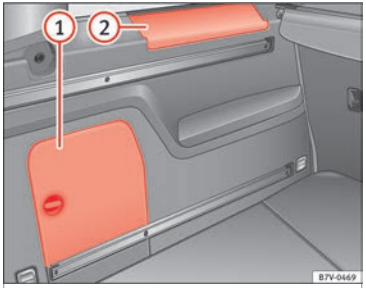

Fig. 186 In the luggage compartment: Side storage compartment
There are other compartments ››› Fig. 186 (1) and (2) in the side of the boot. To open the compartment (1), turn the catch clockwise. To open the compartment (2), lift the cover. Compartment (1) houses the factory fitted **CD changer**. The compartment lid (1) can safely store the tray support covers.